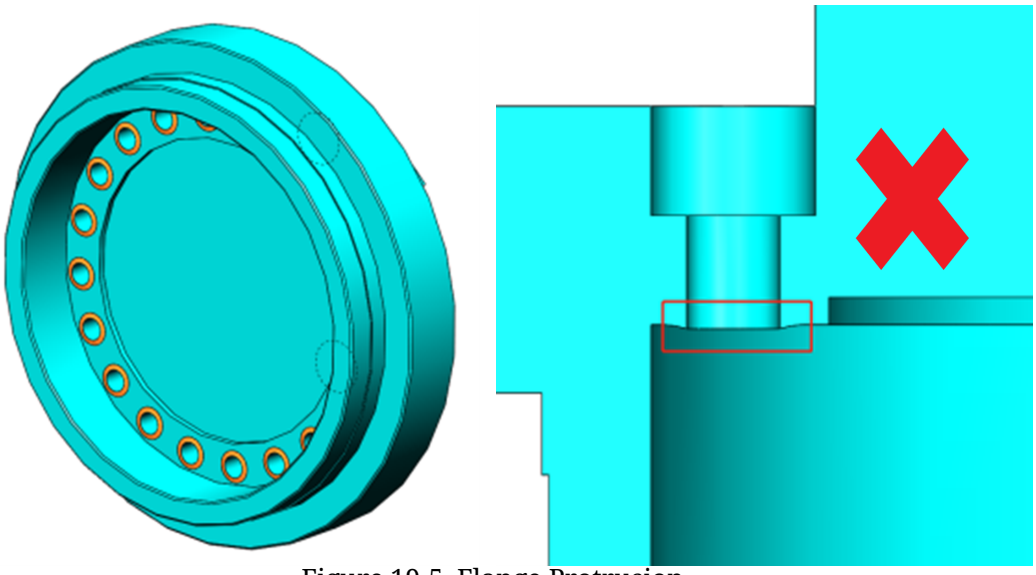

Figure 19-5 Flange Protrusion
(3) Flange protrusion caused by drilling. As shown in Figure 19-5.